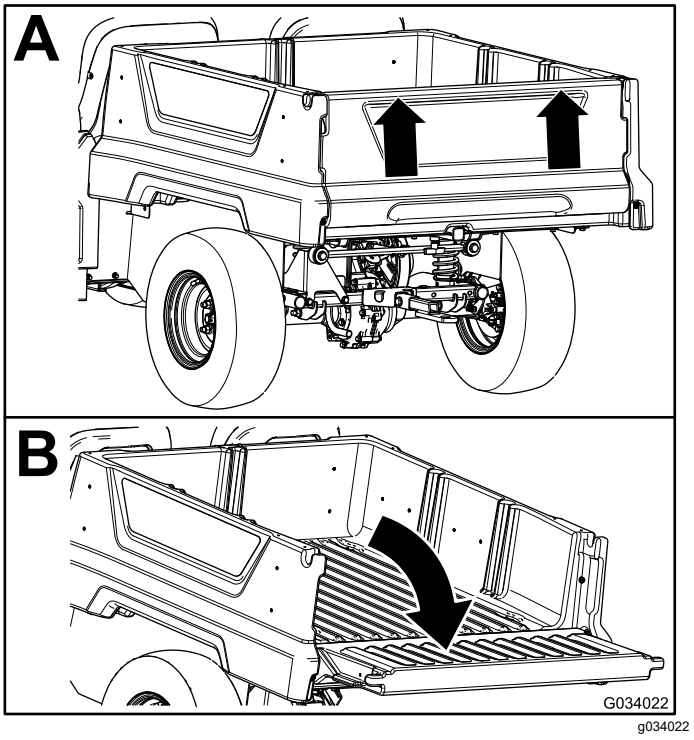

**Figuur 15**
2. Breng de achterlaadklep met beide handen omhoog; gebruik de nok bovenaan de achterlaadklep (Figuur 15).
3. Laat de achterlaadklep zakken tot deze gelijk komt met de onderkant van de laadbak (Figuur 15).